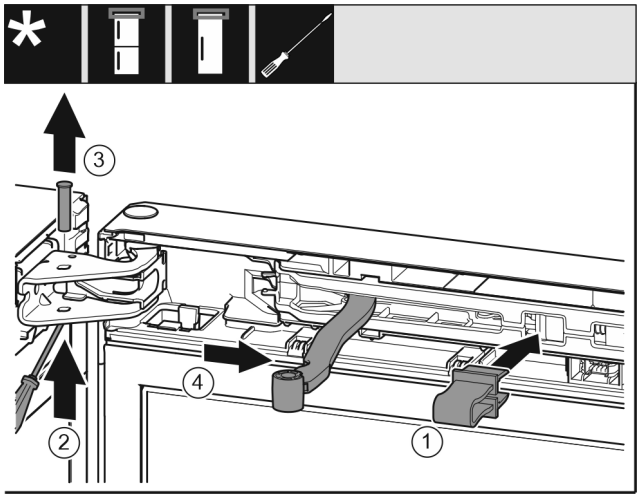

Fig. 13
▶ Fixați în poziție siguranța *Fig. 13 (1)* în deschizătură.
▶ Scoateți prin glisare bolțul *Fig. 13 (2)*.
▶ Extrageți în sus bolțul *Fig. 13 (3)*.
▶ Rotiți articulația *Fig. 13 (4)* în direcția ușii.